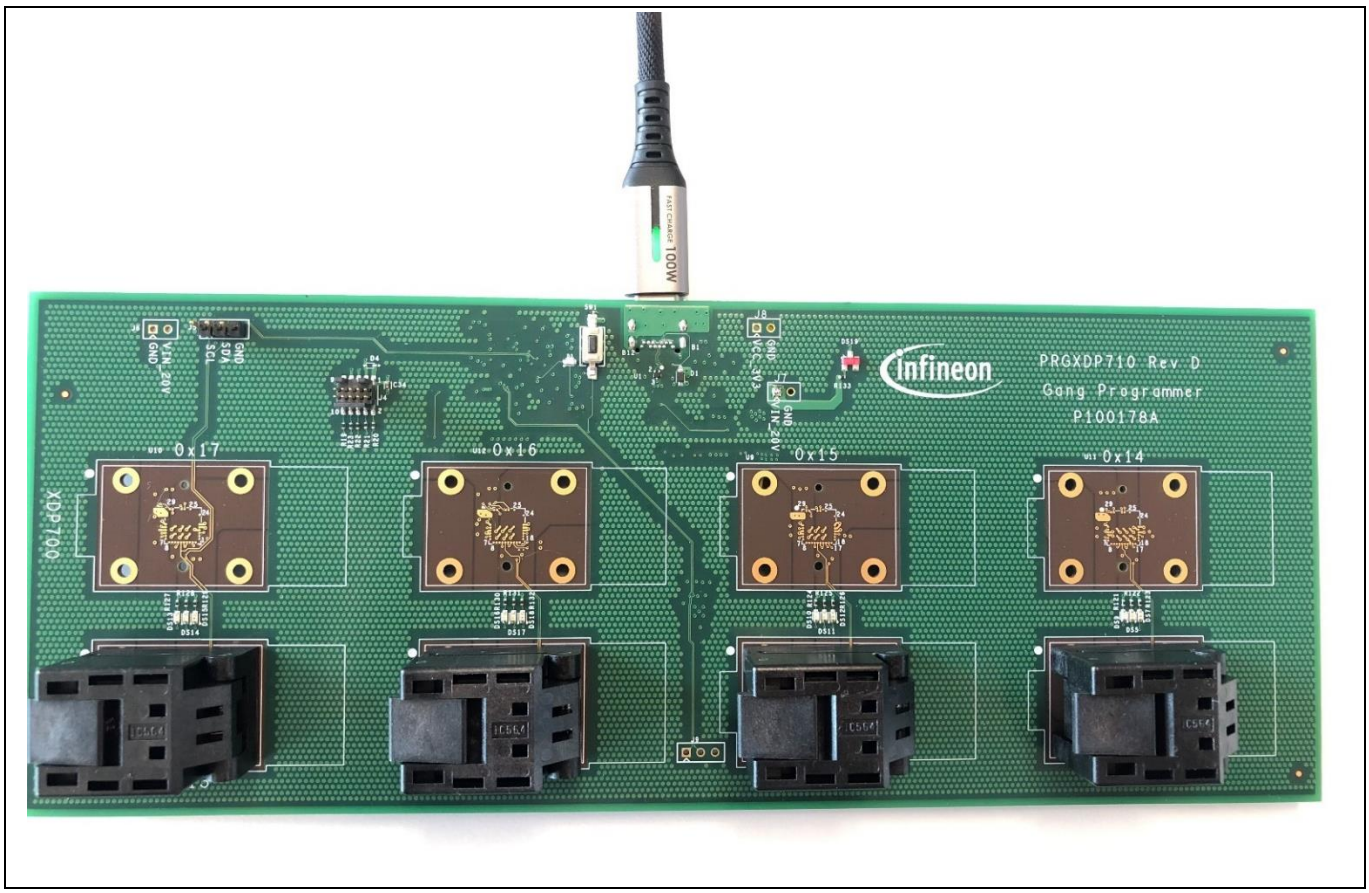

Figure 1 XDP7xx Gang Programmer board
- XDP7xx Gang Programmer board (PRGXDP710 Rev D) as shown in Figure 1